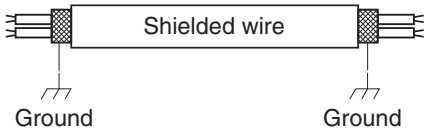

Fig. 2-5
(5) Use shielded wires for inter-unit control wiring (c) and ground the shield on both sides, otherwise misoperation from noise may occur. (Fig. 2-5) Connect wiring as shown in Section "3-3. Wiring System Diagram."
(6) Use the standard power supply cables for Europe (such as H05RN-F or H07RN-F which conforms to CENELEC (HAR) rating specifications) or use the cables based on IEC standard. (60245 IEC57, 60245 IEC66)